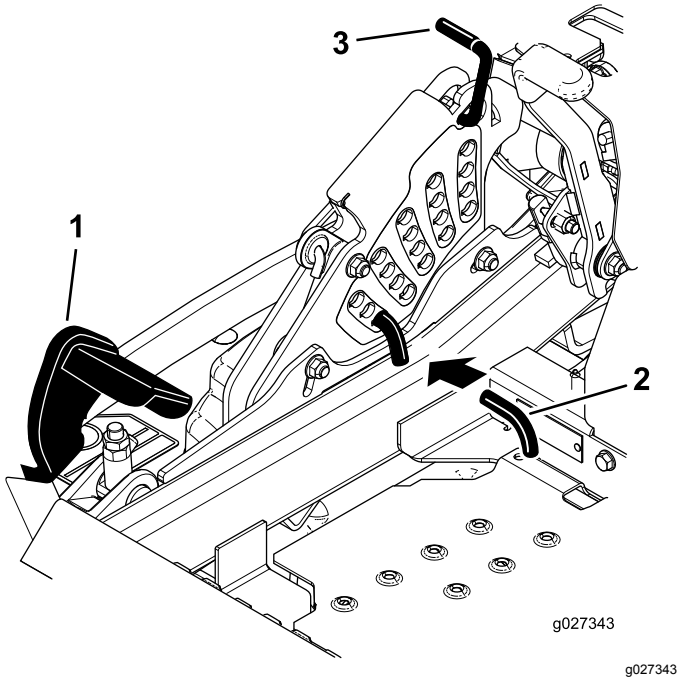

Figuur 95
5. Druk het voetpedaal helemaal in en het maaidek wordt vergrendeld in de transportstand van 14 cm (Figuur 95).